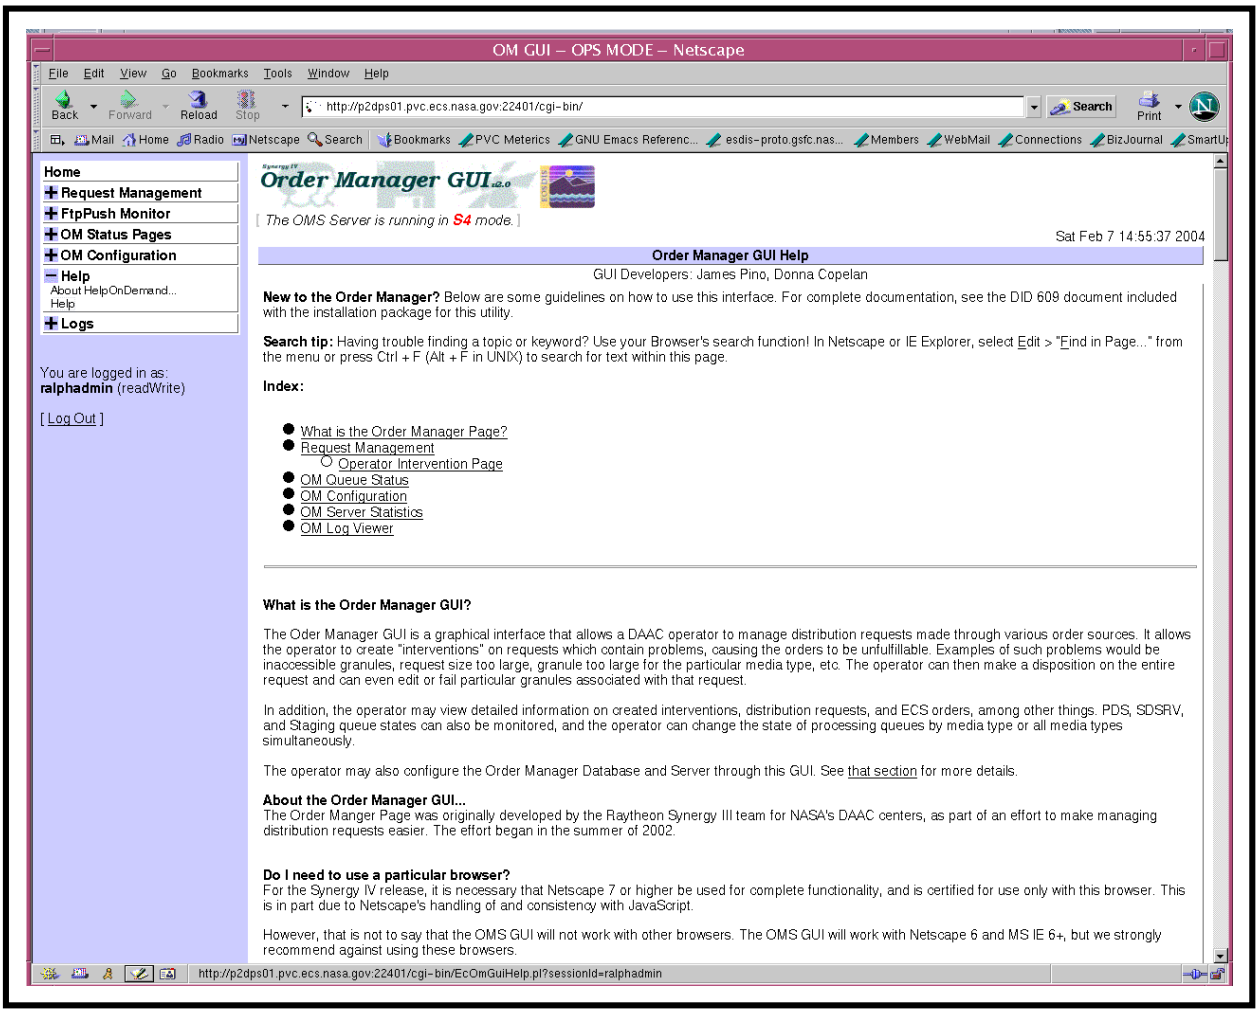

Figure 62. OM GUI Help Page
- For help on a particular topic the **Help** link in the navigation frame of the **OM GUI** causes the **Help** page (Figure 62) to be displayed.